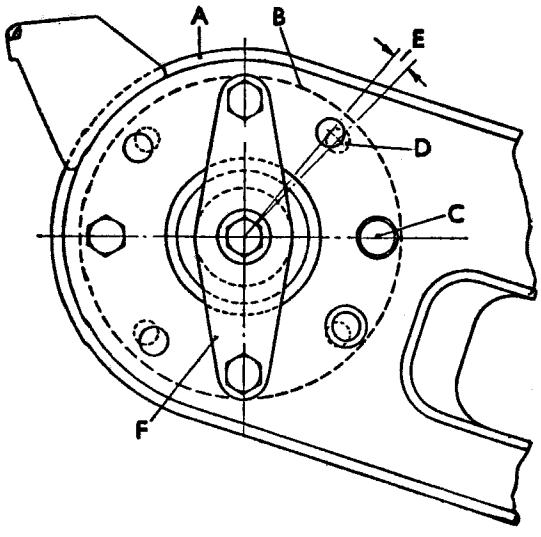
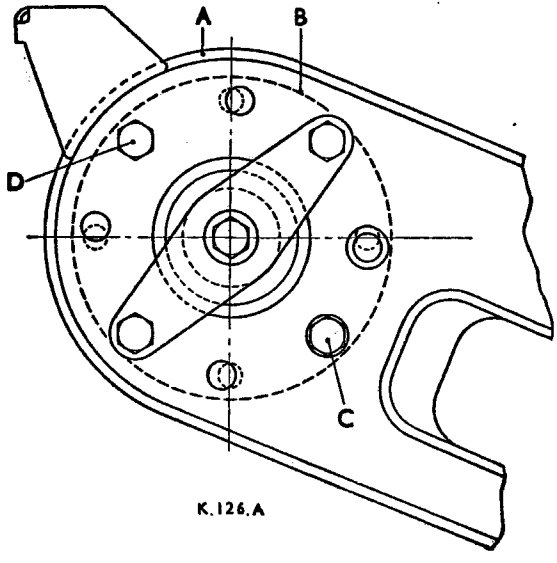

Fig. La.3
Fig. La.4
arm in its original position on the flange, and rotate the arm about the flange approximately $\frac{3}{8}$in. (9.525 mm.) (E, Fig. La.3), thus bringing the bolts in line with the newly cleaned flange holes. Screw up each bolt for a few threads, then fully tighten bolts (C) and (D) (Fig. La.4).
Refit the torsion bar so that the attachment plates take up the position shown in Fig. La.4.